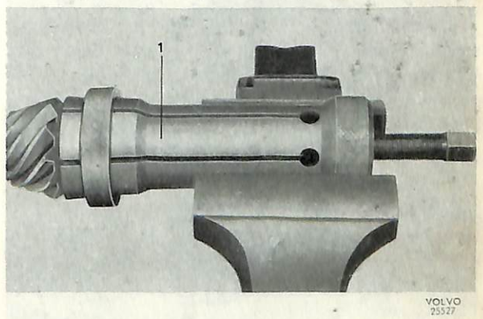
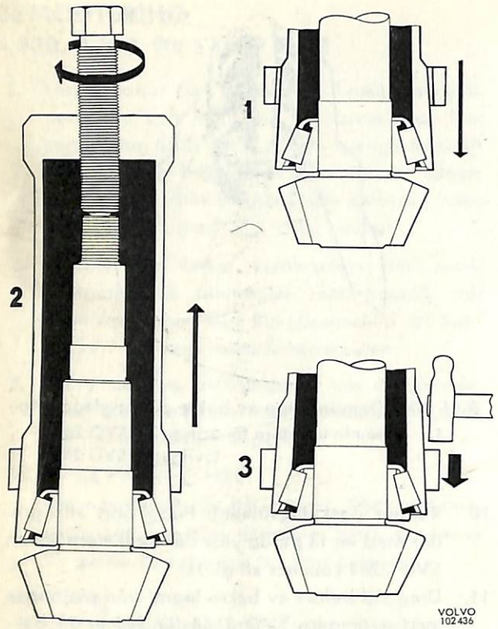

Bild 31. Demontering av bakre pinjonglager
Bild 32. Avdragarens anbringande
11. Drag vid behov av bakre lagret från pinjongen med avdragare SVO 2164 för Spicer 23 bakväxlar och SVO 2392 för övriga, se bild 31. Avdragaren anbringas på följande sätt: Skjut avdragaren ner över rullarna och tryck ner låsringen. Drag därefter upp avdragaren med skruven tills rullarna ligger mot såväl kanten på innerbanan som kanten på avdragaren. Knacka åt låsringen med en hammare. Se även bild 32.
3. Drag av differentialhuslagren med avdragare SVO 2567 för Spicer 23 och SVO 2483 för övriga bakväxlar, se bild 34. Beträffande avdragarens anbringande, se även bild 32. Tag vara på justermellanläggen.